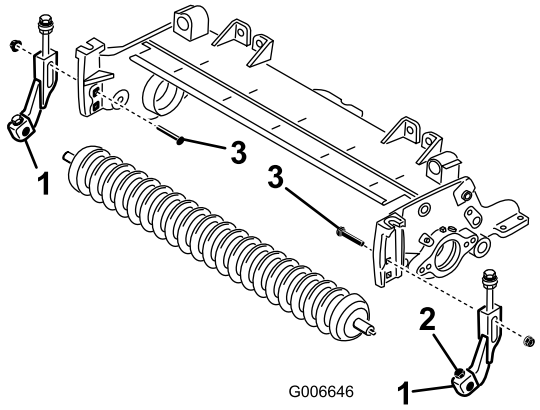

図 6
8. 5/16 x 1-1/8 in キャップスクリュと 5/16 in フランジヘッドロックナットを使用して、新しい左右刈高ブラケットを、既存の前ローラに取り付ける。刈高ブラケットは 図 6 のように組み付ける。
9. 図 図 6 を参考にして、先ほど外したキャリッジボルトと新しい 3/8 in フランジナットを使って、各サイドプレートの上側の四角穴に刈高ブラケットを仮止めする.
11. ローラが刈高ブラケットの中間にくるように調整し、キャップスクリュとロックナットでブラケットに固定する。図 6。